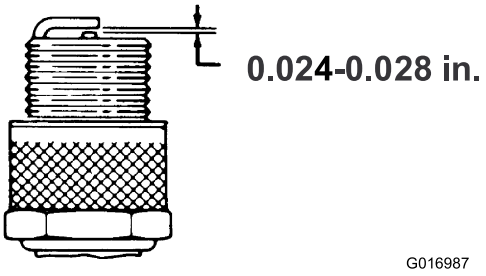

**Figur 31**
3. Se till att luftgapet är korrekt (Figur 31).